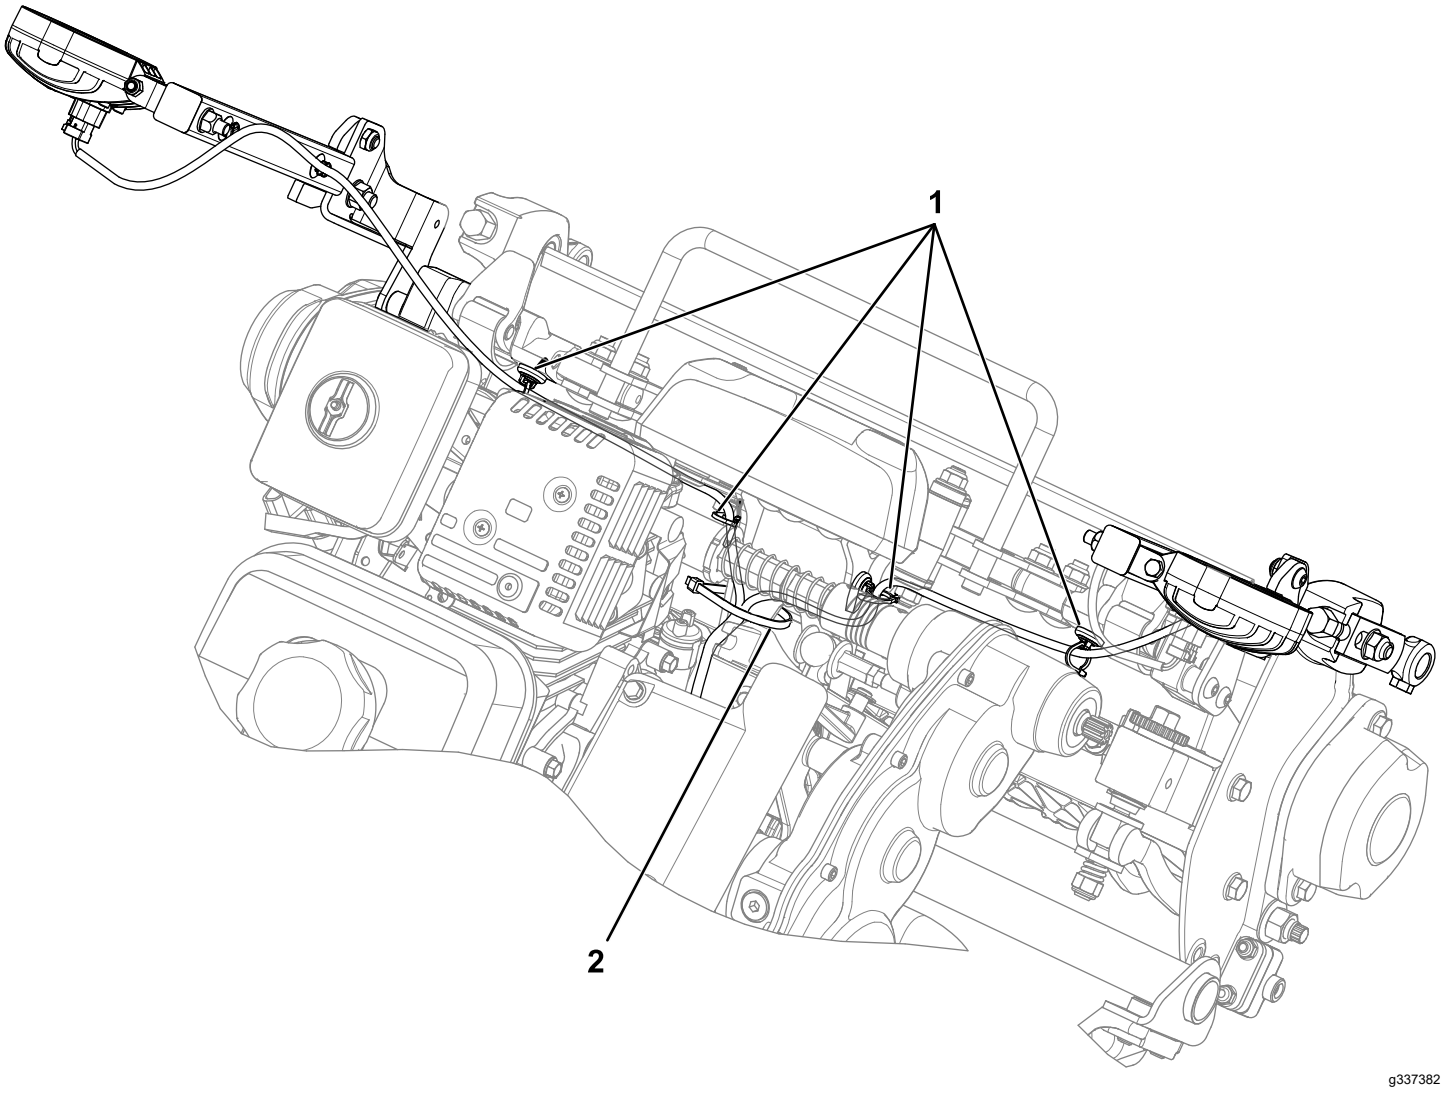

Рисунок 5
3. Установите крепления жгута проводов на раму в местах, указанных на Рисунок 5.
4. Закрепите жгут проводов в креплениях жгута проводов (Рисунок 5).
6. Используйте кабельную стяжку для крепления жгута проводов к раме (Рисунок 5).